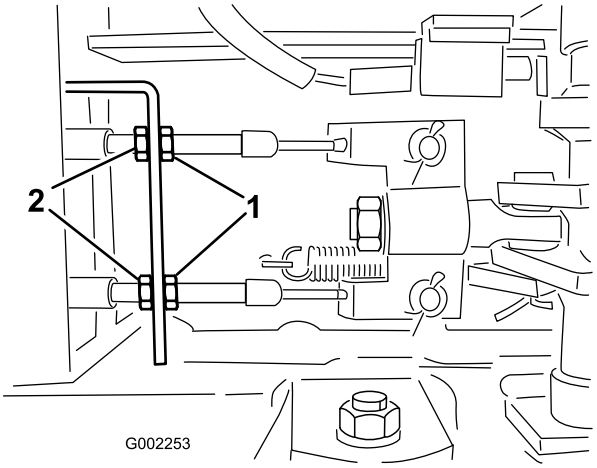

Figur 54
5. Løsn de forreste møtrikker på bremsekablerne under sprøjtens forende (Figur 54).
6. Stram de bageste møtrikker lige meget, indtil bremsepedalen bevæger sig mellem 1 til 2 cm, før du mærker modstand (Figur 54).